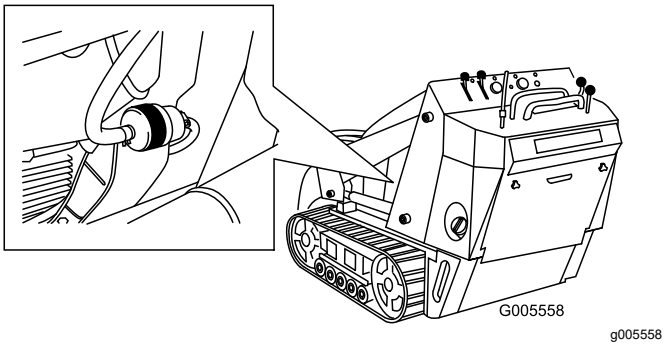

Figuur 42
5. Klem de brandstofleidingen aan beide zijden van het brandstoffilter (Figuur 42).
6. Druk de uiteinden van de slangklemmen naar elkaar toe en schuif ze weg van het filter (Figuur 42).